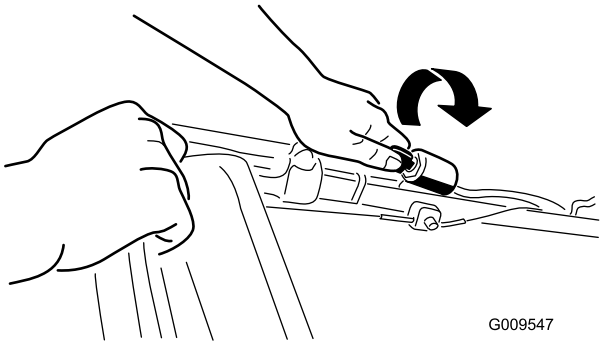
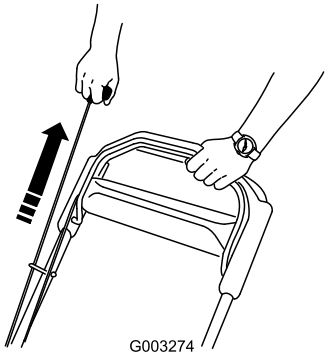

Figur 14
Figur 15
2. Vri om tenningsnøkkelen (Figur 14) eller trekk tilbakespolingshåndtaket (Figur 15).
Merk: Når du drar i tilbakespolingsstarteren, skal du først dra lett til du føler motstand og deretter dra kraftig til (Figur 15). La snoren gå sakte inn på spolen igjen.